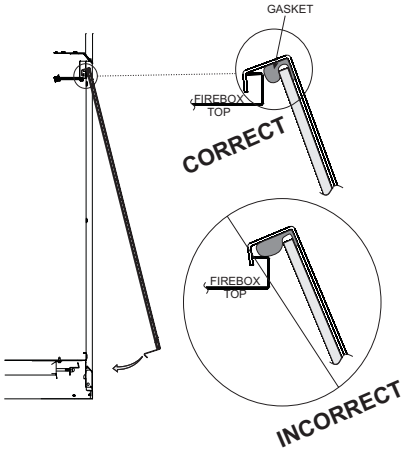

Figure 90
1. When installing the Glass Door assembly, make sure that the door top flange is hooked over the firebox top flange as illustrated in the "Correct" view in **Figure 90.**
Important: Do not allow the gasket across the top of the door to roll up on top of the firebox flange as shown in "Incorrect" view in Figure 90.